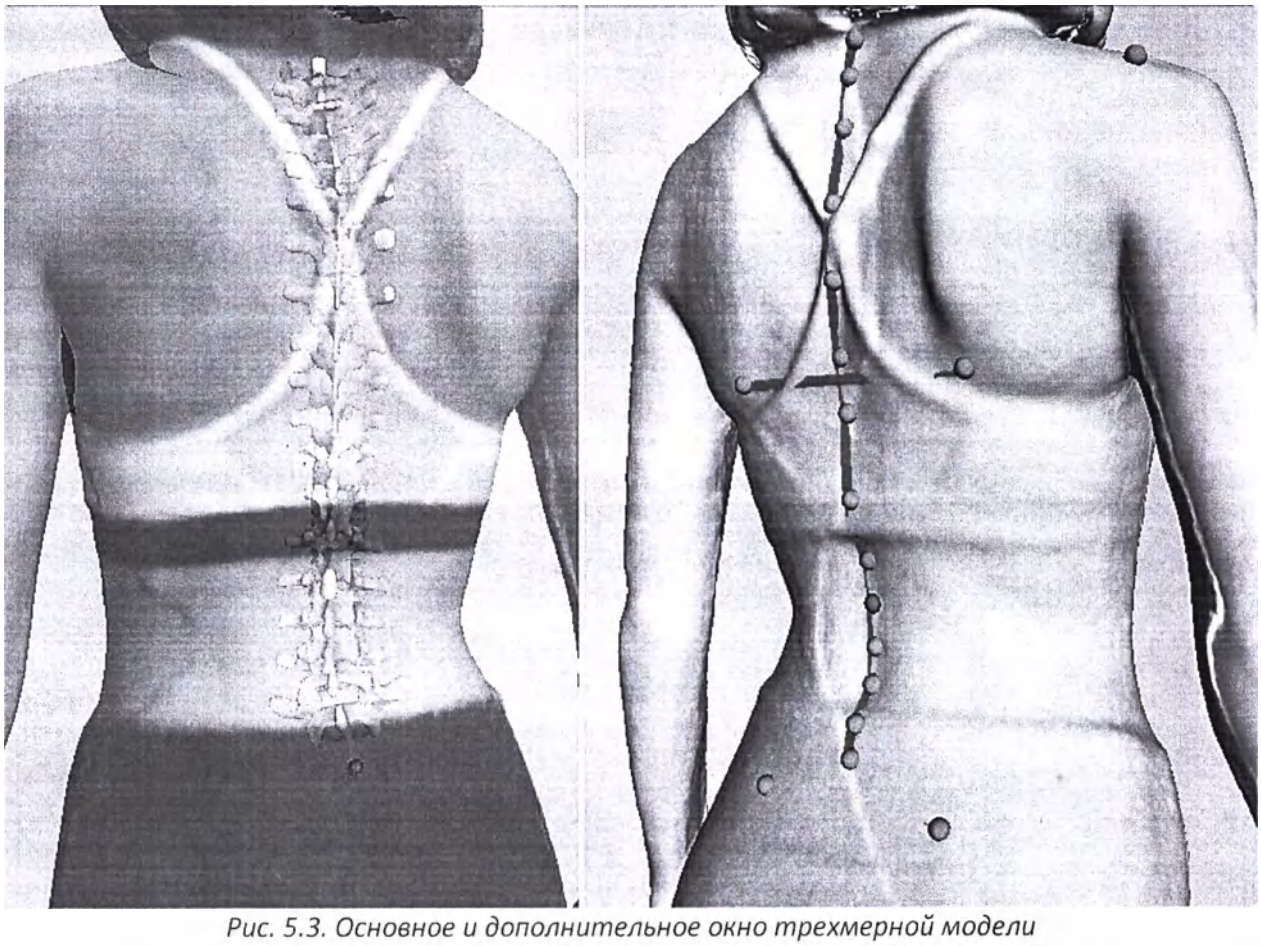

*Рис. 5.3. Основное и дополнительное окно трехмерной модели*
**Основное окно трехмерной модели по умолчанию расположено в левой части главного окна программы. Также можно открыть дополнительное окно трехмерной модели кнопкой (см. Рис. 5.3).**